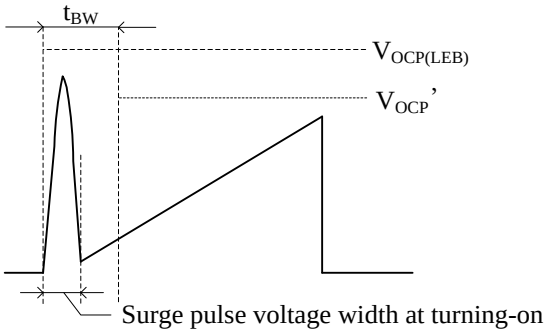
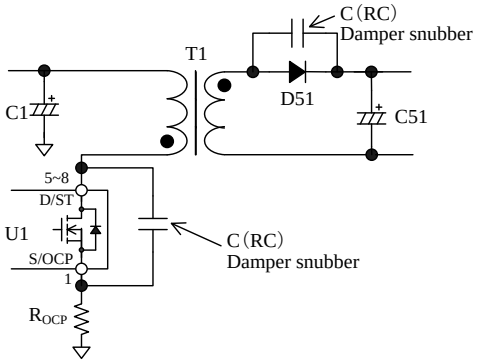

Figure 10-12. S/OCP Pin Voltage
Figure 10-13. Damper Snubber
in Figure 10-12. Changing to this threshold voltage prevents the IC from responding to the surge voltage in turning-on the power MOSFET. This function operates as protection at the condition such as output windings shorted or unusual withstand voltage of secondary-side rectifier diodes.
When the power MOSFET turns on, the surge voltage width of the S/OCP pin should be less than t_{BW}, as shown in Figure 10-12. In order to prevent surge voltage, pay extra attention to R_{OCP} trace layout (see Section 11.2). In addition, if a C (RC) damper snubber of Figure 10-13 is used, reduce the capacitor value of damper snubber.